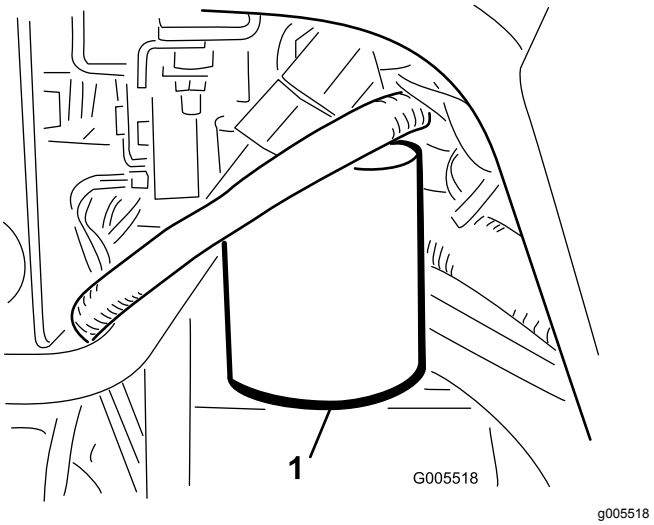

**Figur 50**
1. Rengör runt området där filtret monteras (Figur 50). Ställ ett avtappningskärl under filtret och ta bort filtret.